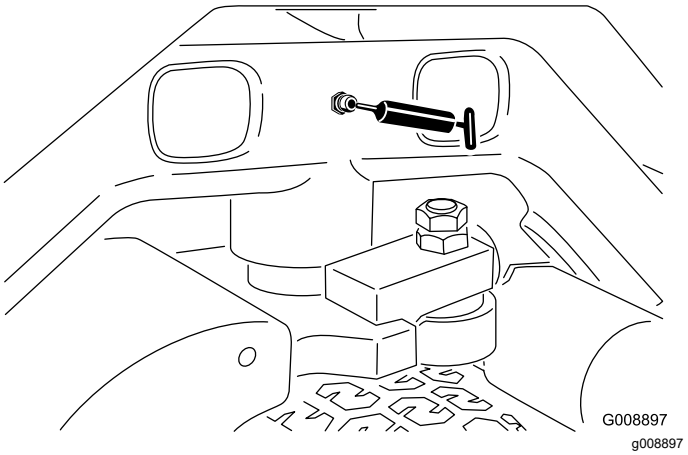

Figure 48
- Pivot de direction (Figure 48)